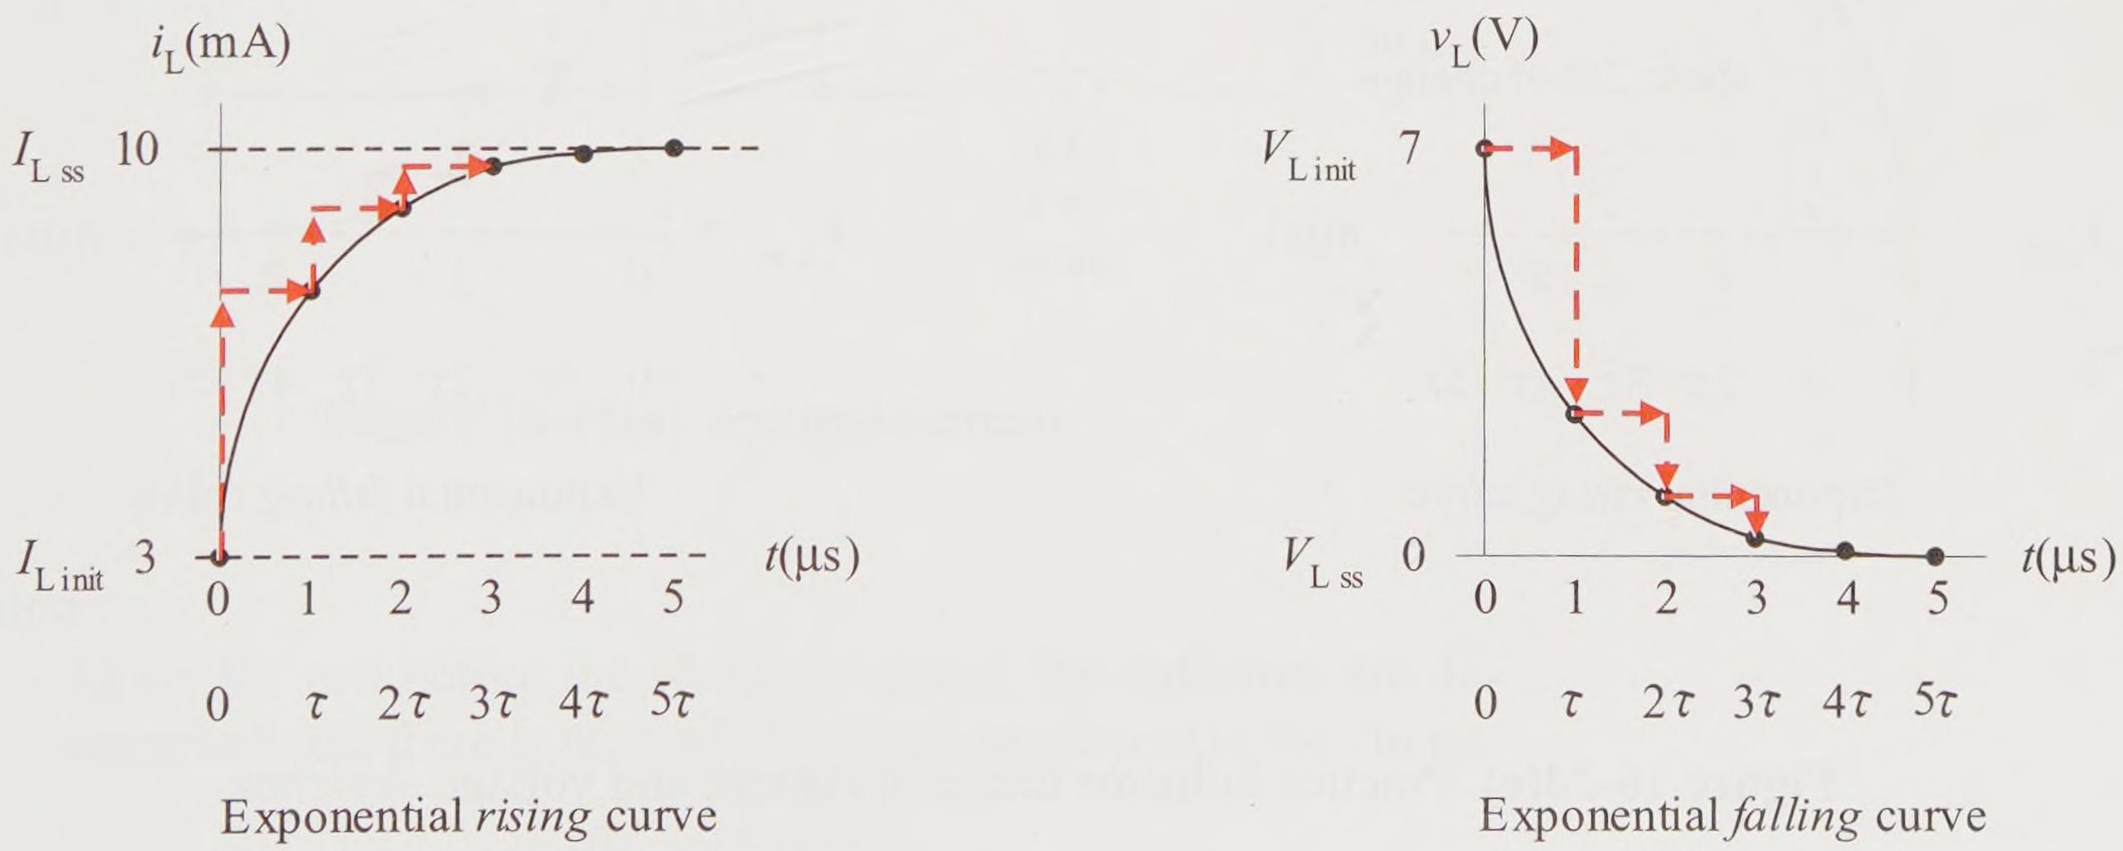

Figure 16-24(d) Quick sketch of example inductor dc transient current and voltage
6. Quick sketch the inductor transient current and voltage. See Figure 16-24(d). Use the rule of thumb of going over τ and up/down 63% (roughly 2/3) the distance toward the steady state value.